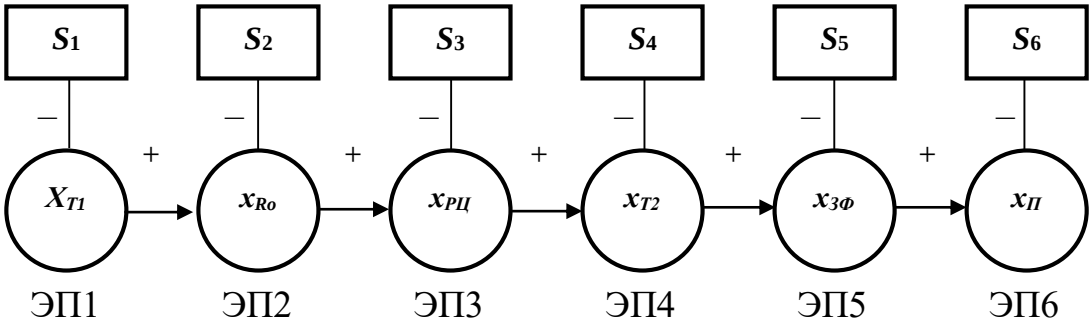

Рис. 1. Диагностический граф программы «по функциональной схеме»
1. Разработана жестко-последовательная программа поиска места отказа «по функциональной схеме» в виде диагностического графа, представленного на рис. 1.